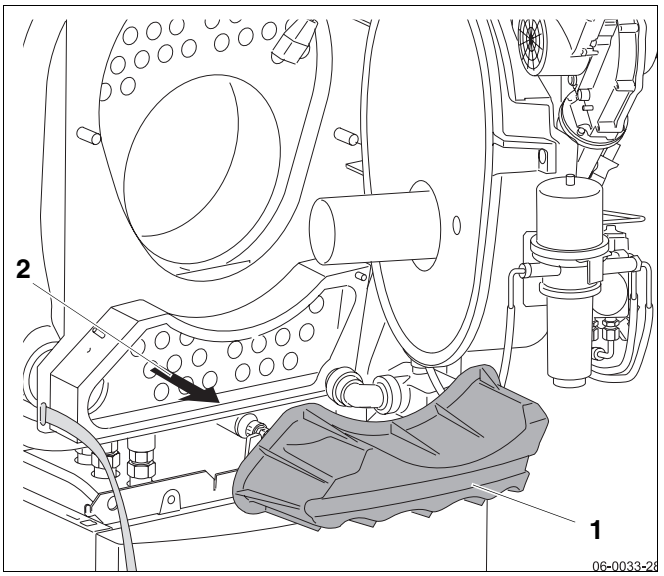

Bild 60 Turbulatoren herausziehen
- Abgasschalldämpfer (Bild 60, **Pos. 1**) entfernen.
- Turbulatoren in Pfeilrichtung (Bild 60, **Pos. 2**) herausziehen und gegebenenfalls reinigen.
- Turbulatoren entnehmen (Bild 60, Seite 67) und reinigen.
- Turbulatoren einstecken (Bild 60, Seite 67).